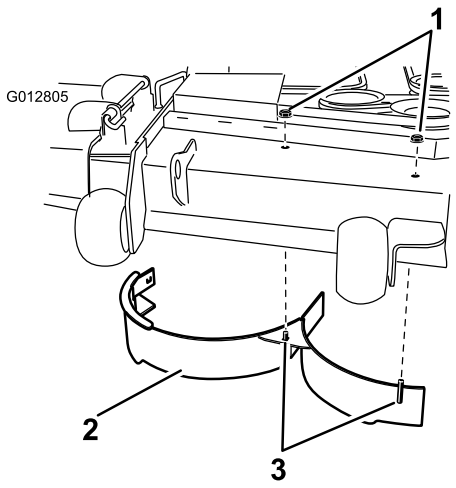

Figur 2
8. Monter den høyre skjermen på klippeenheten som vist i Figur 2. Bruk de to låsemutterene (5/16 tomme) som fester de sveisede postene på den høyre skjermen til toppen av klippeenheten i midten og høyre for midtre stilling. Stram til festene for hånd.